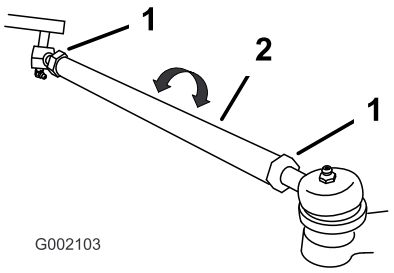

Figuur 63
7. Als deze afstand buiten het bereik van 0-6 mm valt, moet u de contramoeren aan beide uiteinden van de spoorstangen losdraaien (Figuur 63).